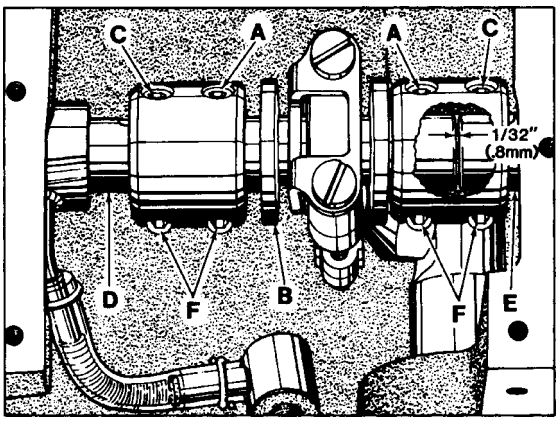

Fig 18
As viewed looking down from rear of machine, spot screws (A. Fig. 18) in the couplings must align with the spots in the looper drive crank (B) and set screws (C) must align with the flats on crankshaft (D) and mainshaft (E).
Looper drive crank (B, Fig. 18) must be positioned laterally with 1/32 inch (.8mm) clearance between it and mainshaft (E) as shown in Fig. 18. Once these settings are made, it is very important that the coplings are tightened in the following sequence for best performance.